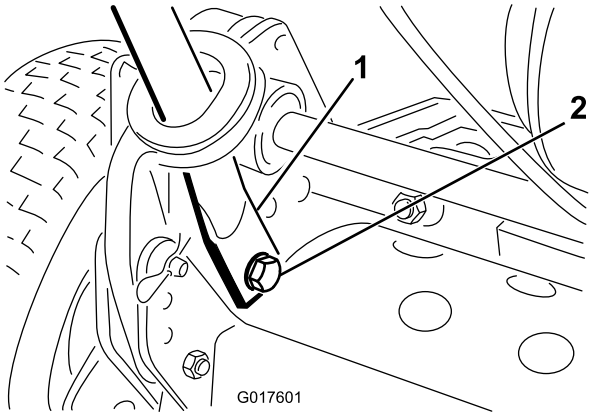

Figur 3
4. Klem håndtaksendene innover, og monter dem på monteringspinnene (Figur 3).
5. Fest håndtaksendene til monteringspinnene med boltene, skivene og låseskivene som følger med (Figur 3).
6. Fest den nedre delen av styrearmene til hver side av gressklipperen med boltene og hodeskruene som du fjernet tidligere (Figur 3). Sørg for at du monterer hylsene i hullene på styrarmene.
7. Fest styrarmene til bakdelen av rammen ved hjelp av hårnålssplintene og ringsplintene som du fjernet tidligere (Figur 3).